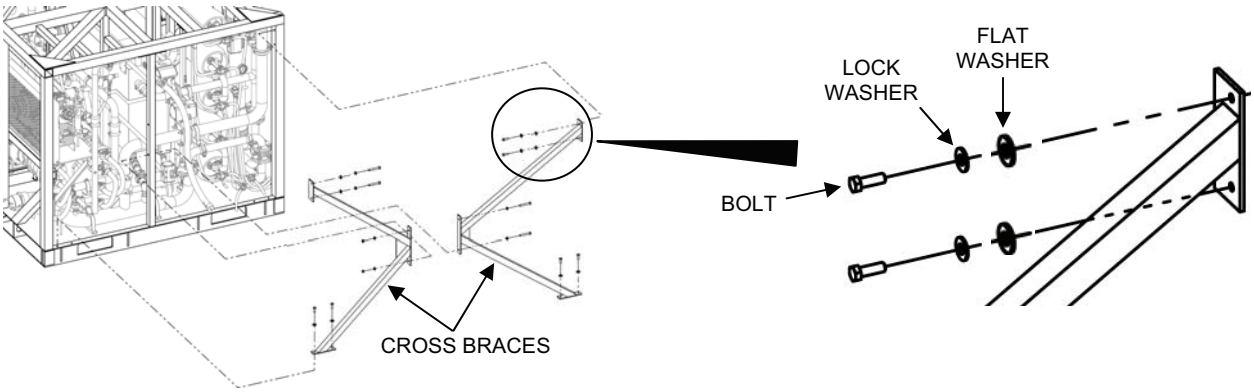

Figure 1. TWPS Frame Cross Brace Removal – Right End.
c. Tag and remove the frame cross braces (see Figure 1).